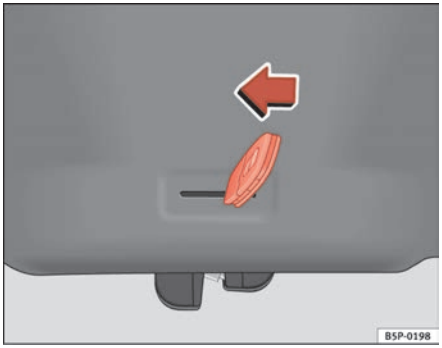

**Fig. 67 Tailgate: emergency open**
– Insert the key bit in the groove and unlock the locking system, turning the key from right to left, as shown by the arrow ⇒ fig. 67. ■